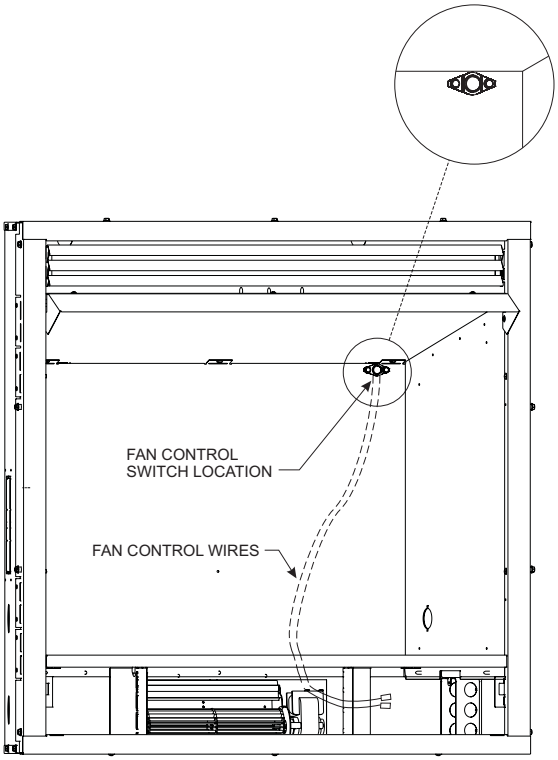

Figure 17
7. Next, find the fan control switch and wire assembly. Feed the wires through the hole at the top of the firebox, and secure the fan control switch with two #6 screws provided. **See Figure 17.**
8. The fan control wires will slide down between the firebox and outer wrap near the blower assembly. **See Figure 17**.